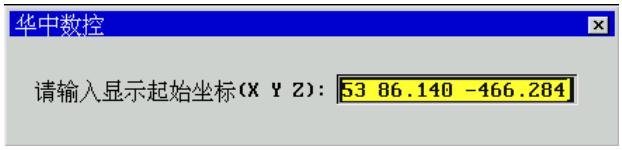

图 8.2.13　输入 X、Y、Z 轴显示起始坐标
(3) 用▲、▼选中“手工输入数据”选项；
(4) 按 Enter 键，弹出如图 8.2.13 所示对话框；